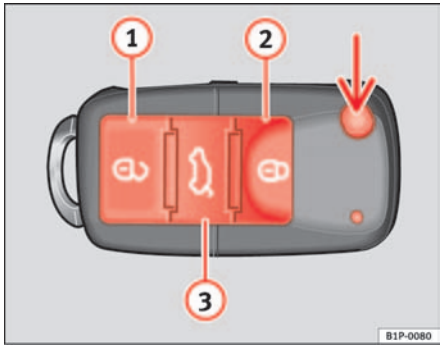
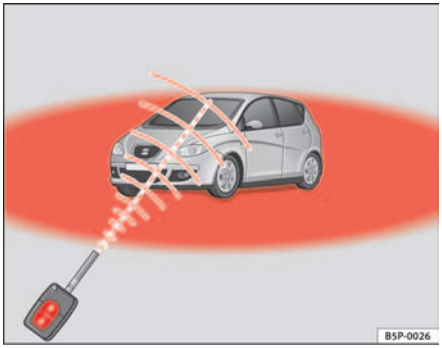

Fig. 64 Assignment of buttons on the remote control key
Fig. 65 Range of the remote control
Using the button ⇒ fig. 64 (arrow) on the control, the key shaft is released.
Unlocking the vehicle ⇒ fig. 64 (1).
Locking the vehicle ⇒ fig. 64 (2).
Unlocking the tailgate. Press the button ⇒ fig. 64 (3) until all indicators on the vehicle briefly flash. When the unlocking button (3) is pressed, 2 minutes remain for opening the door. Once this time has passed, it will lock once more.
Also, the battery indicator on the key ⇒ fig. 64, will flash.
When the button ⇒ fig. 64 (1) is used the driver's door is unlocked, all others remain locked.
Press the button ⇒ fig. 64 (1) twice to unlock all doors. ▶
- The remote control functions only when you are in range ⇒ page 100, fig. 65 (red area).
- If the vehicle is unlocked using the 🔓 (1) button, the vehicle will be locked again automatically if any of the doors or the tailgate are not opened within 30 seconds of unlocking the vehicle. This function prevents the vehicle from remaining unlocked if the unlocking button is pressed by mistake.
– Use both keys that have been delivered with the vehicle; the key with the remote and the normal key ⇒ page 100, fig. 64 ⇒ page 100, fig. 65.
– Lock the vehicle from the driver side door lock using the key with the remote control ⇒ page 100, fig. 64 ⇒ page 100, fig. 65.